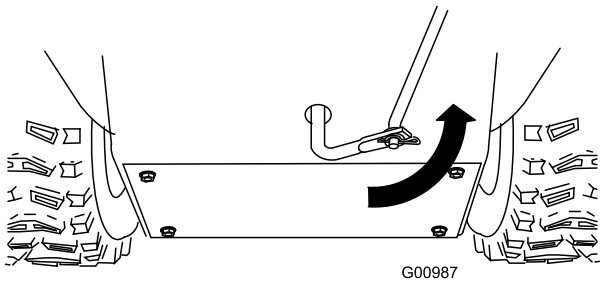

Bild 12
5. Drehen Sie den unteren Gestängearm ganz nach oben (nach links) (Bild 12).